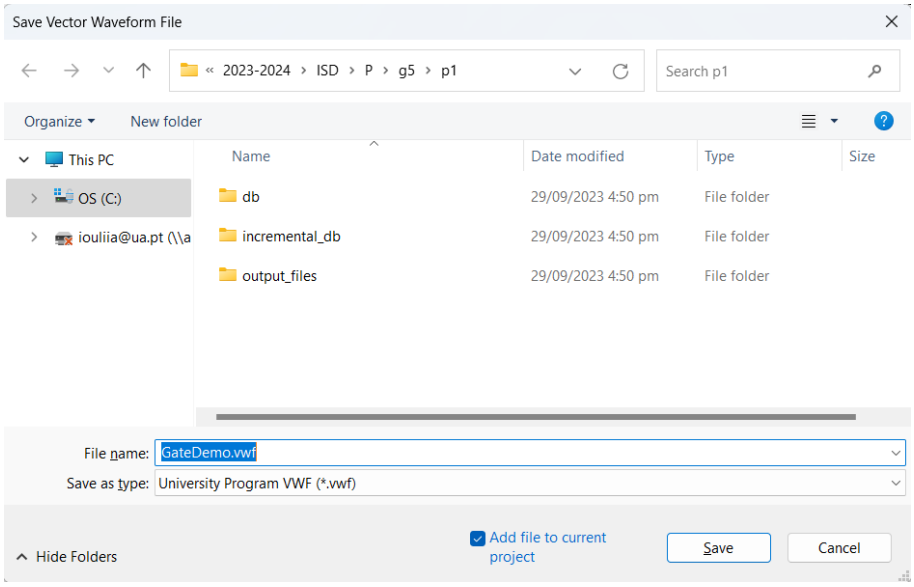

Figure 21 - Dialog for saving the file "GateDemo.vwf".
13. After specifying the simulation values (vectors), save the file with the name "GateDemo.vwf" (Figure 21).